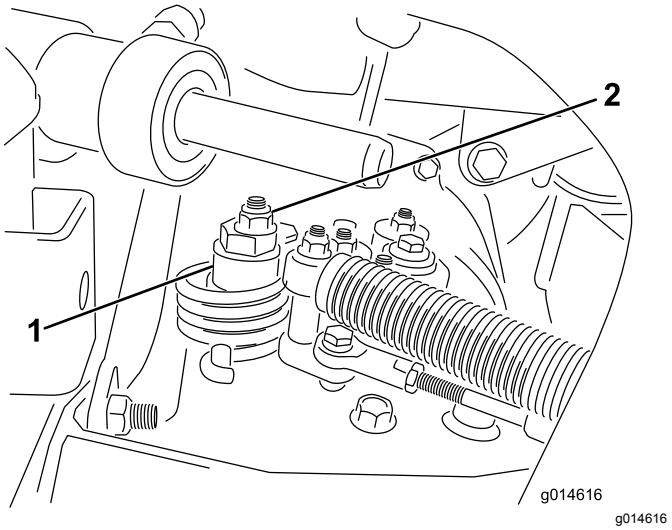

Rysunek 44
A. Poluzuj nakrętkę mocującą mimośród do górnej części higrostatu (Rysunek 44).
C. Obracaj mimośrodem, aż ustanie powolny ruch w każdym kierunku. Gdy koło przestanie obracać się, dokręć nakrętkę, blokując mimośród i regulację (Rysunek 44). Sprawdź prawidłowość wyregulowania, ustawiając dźwignię przepustnicy w położeniu NISKICH i WYSOKICH obrotów.